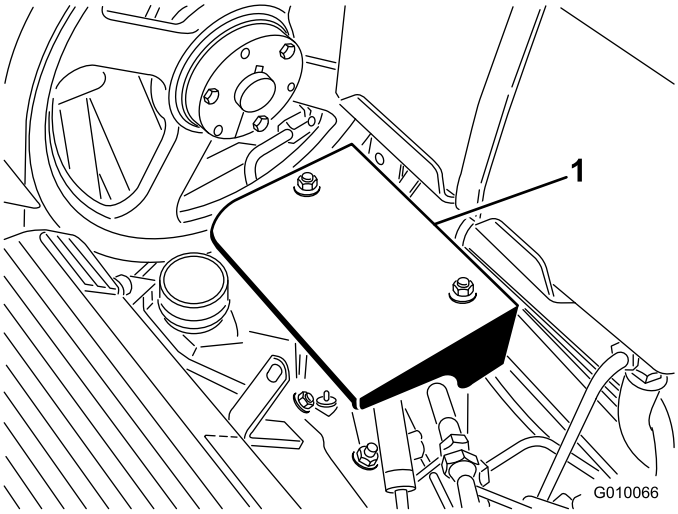

Figur 56
2. Ta bort pumpsköldens två monteringsmuttrar och ta bort skölden (Figur 56).